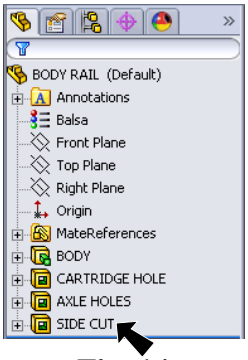

Fig. 14
Step 1. **Rename Cut-Extrude1** to **SIDE CUT** in the Feature Manager, **Fig. 14**. To rename, click **Cut-Extrude1** name in Feature Manager and press **F2** on keyboard. Key-in **SIDE CUT**.